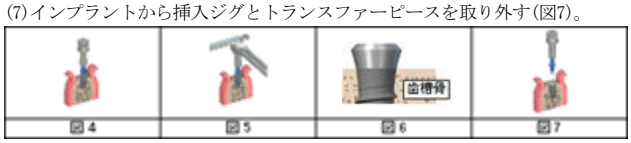

図4 図5 図6 図7
(4)インプラント用の挿入ジグを使用してインプラントを、インプラント床に挿入する(図4)。